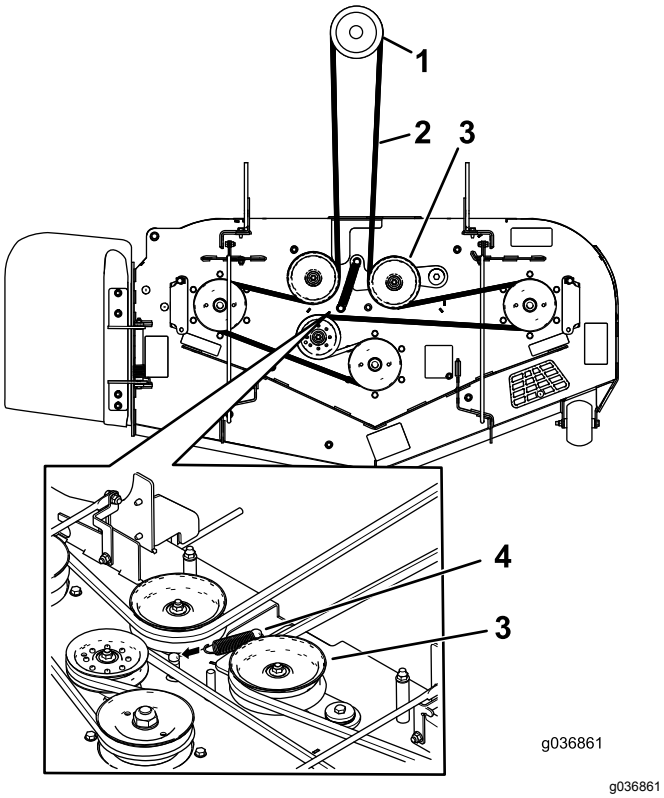
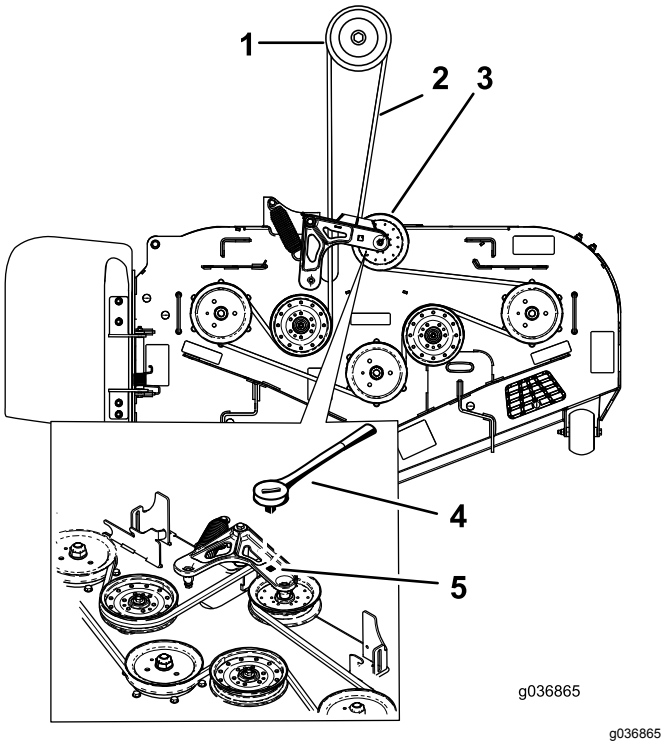

Rysunek 7
Rysunek 9
1. Zlikwiduj w kosiarce naprężenie sprężyny sprężynowego jałowego koła pasowego, patrz Rysunek 7 lub Rysunek 9.
Informacja: W przypadku modeli dmuchawy 78404, 78405 i 78406, za pomocą klucza grzechotkowego włożonego w kwadratowy otwór w ramieniu jałowego koła pasowego zlikwiduj naprężenie sprężyny jałowego koła pasowego (Rysunek 9).
9. Załóż pasek podwozia tnącego i poprowadź go wokół sprężynowego jałowego koła pasowego (Rysunek 7 lub Rysunek 9).